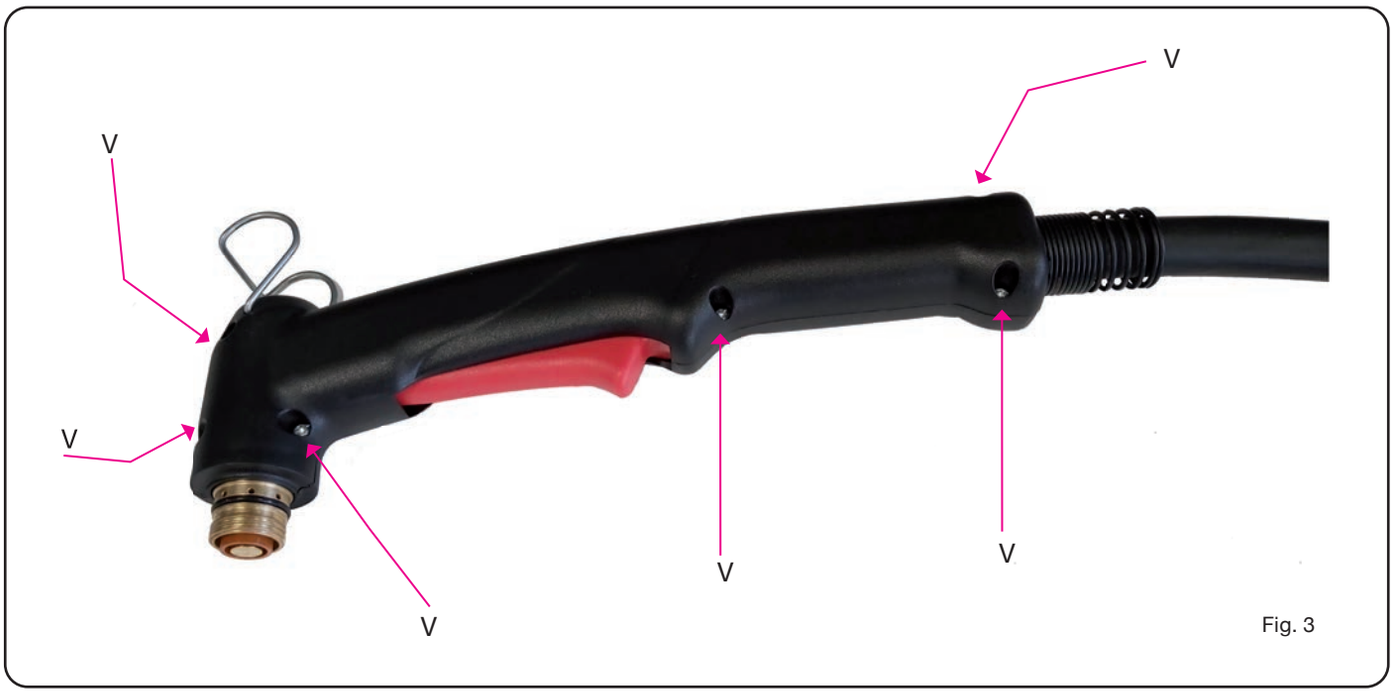

Fig. 3
- Desenroscar los 6 tornillos **V** de Fig. 3 y quitar el mango izquierdo